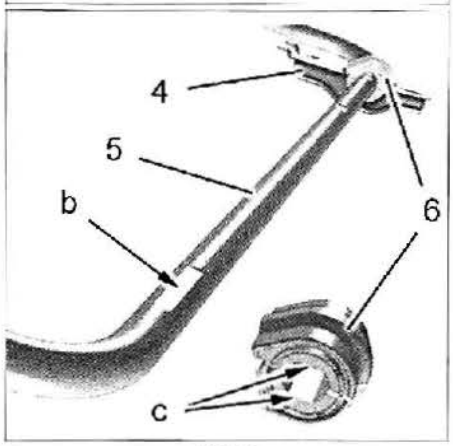

FIG. 8
El posicionado lateral y horizontal se realiza por los dos rebajes en "c" en el interior del apoyo (6) y por las huellas en "b" en la sección de la barra estabilizadora (fig. 8).